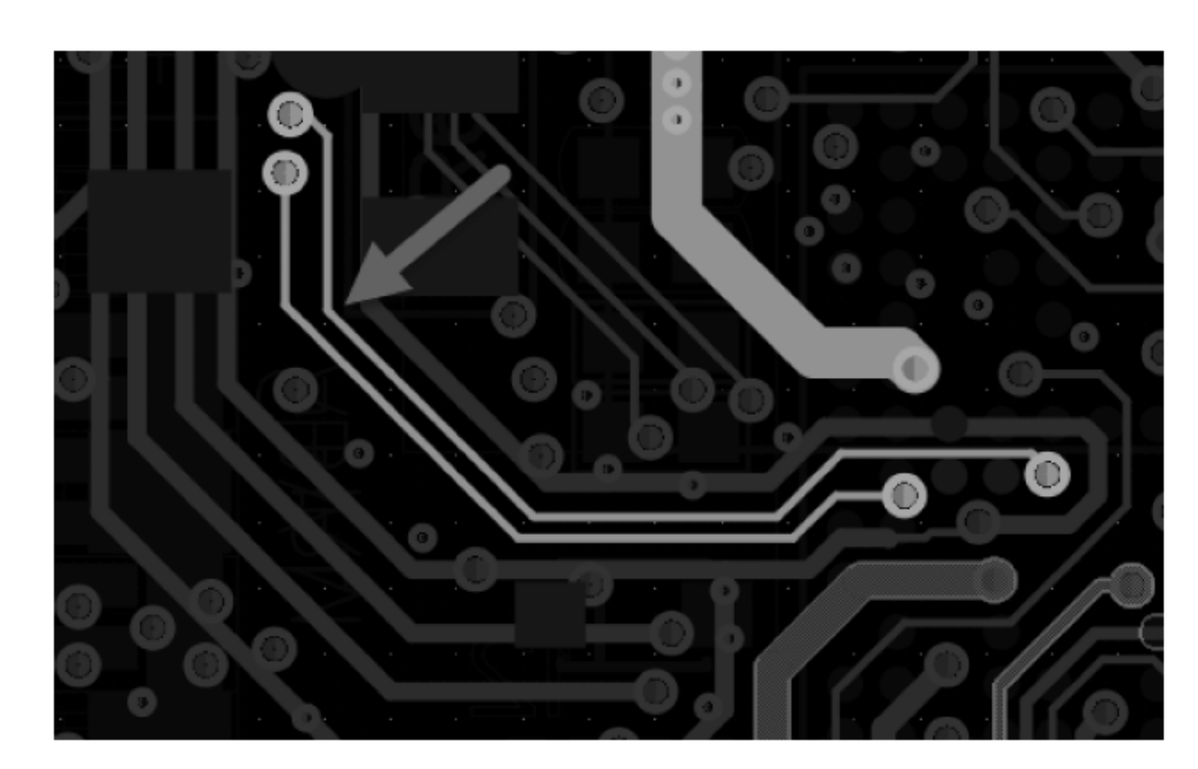

图 7-26　ISENSE 和 VBAT 的走线情况
(1) CHR_LDO 的去耦电容 C15 靠近 IC 摆放。
(2) 电流检测电阻 R6 靠近电池连接座摆放。
(3) 检测电阻 R6 两端的 ISENSE 和 VBAT 在走线时尽量保持线宽、线长相同,保证电压检测的准确性,如图 7-26 所示。